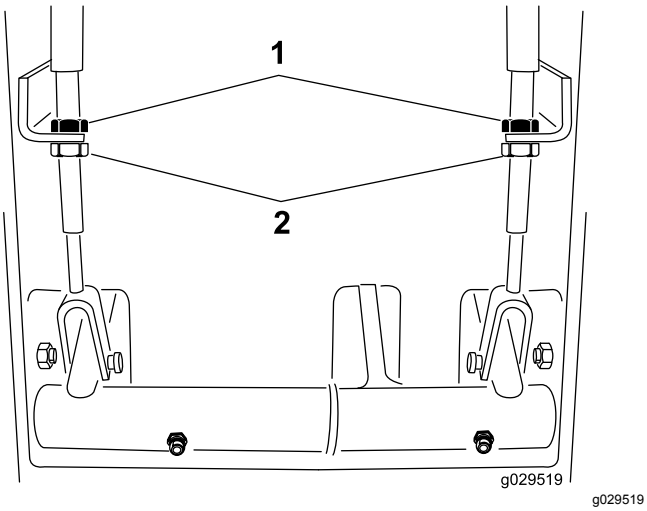

Figur 72
2. Minska bromspedalernas rörelseavstånd genom att lossa de främre kontramuttrarna på bromskabelns gängade ände (Figur 72).